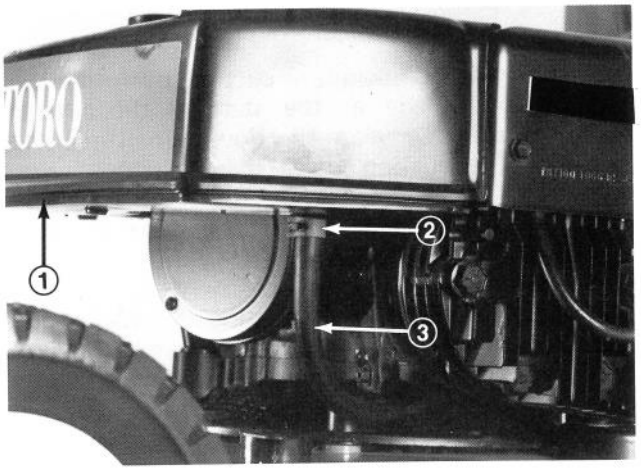

Figure 30
2. Place a clean, shallow drain pan below the fuel tank (Fig. 30).
3. Squeeze ends of clip holding fuel line on fuel tank fitting (Fig. 30). Slide clip down fuel line.